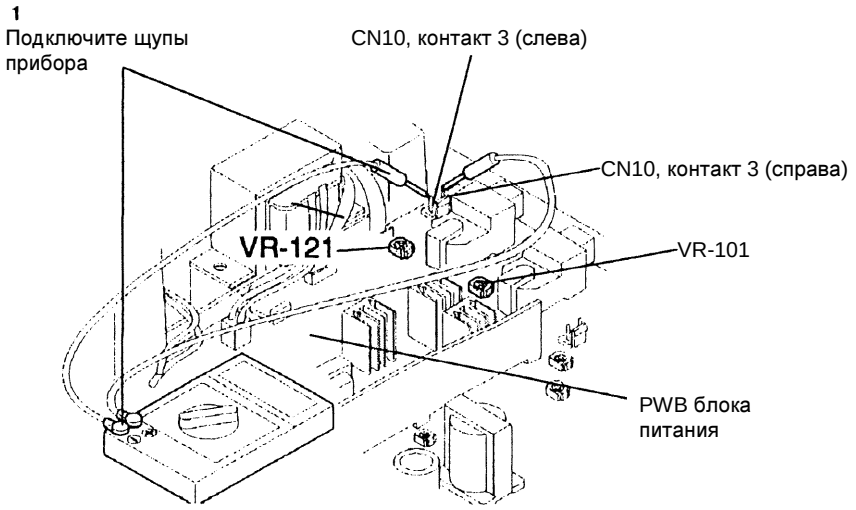

Рисунок 1. Регулировка напряжения смещения проявителя
2. (Рис. 1): Подключите положительный щуп прибора к контакту 1 разъема CN10.